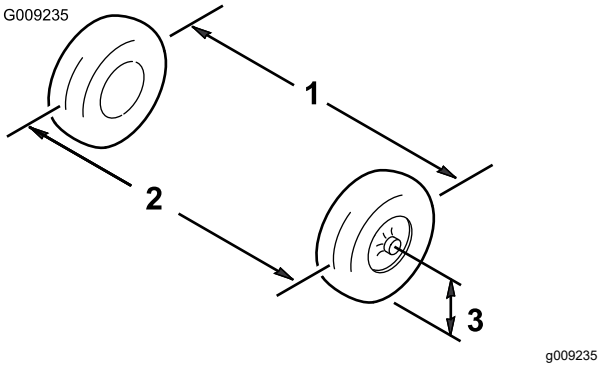

Figuur 56
1. Meet ter hoogte van de as de afstand tussen de voorwielen aan de voorkant en de achterkant van de wielen (Figuur 56).